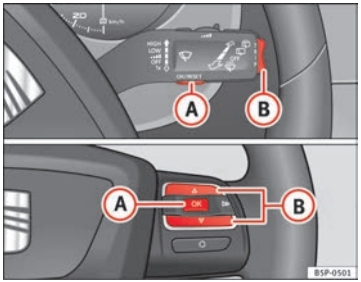

Fig. 39 Rocker buttons A and B. Steering wheel controls.
– When the ignition is on, briefly press button ⇒ fig. 39 (A) on the windscreen wiper lever to change from one memory to another or press button (A) on the steering wheel controls ⇒ fig. 39.